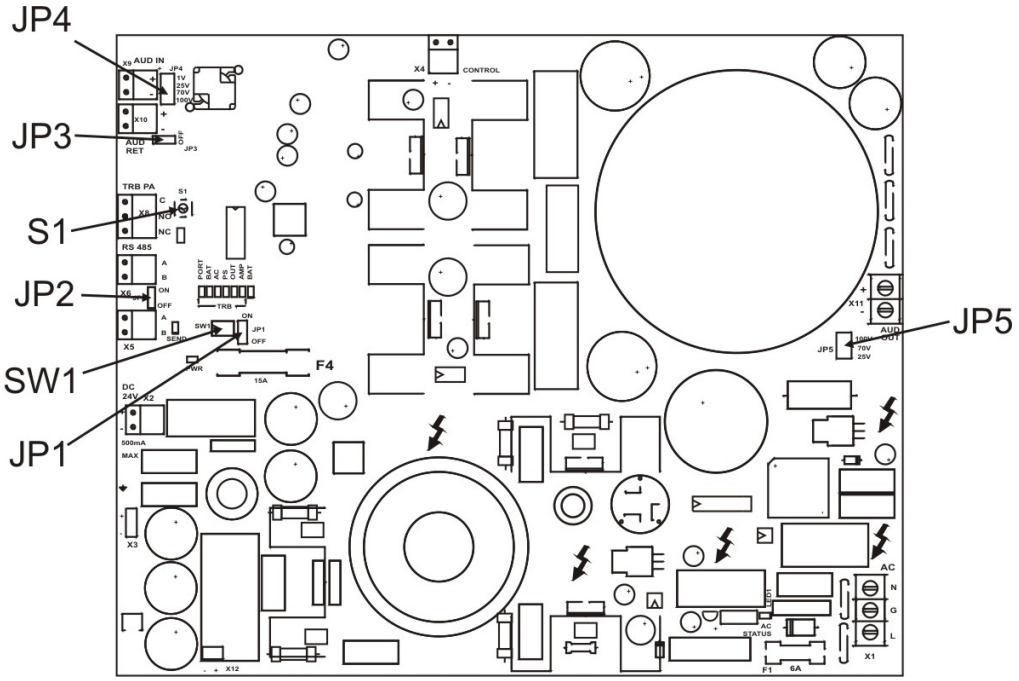

Рис. 5. Расположение перемычек и переключателей на печатной плате.
Расположение перемычек и переключателей на печатной плате усилителя мощности AL-250PA показано на Рис. 5. В Таблице 3 указано назначение и приведено описание перемычек и переключателей.
3.2.7.2. Установите перемычкой J4 нужный уровень входного аудио сигнала. **Положение перемычки J4 должно соответствовать уровню выходного напряжения установленного в предыдущем устройстве.** Заводская установка – 70 В. Расположение перемычки J4 показано на Рис. 5.
- Установите перемычкой JP5 требуемый уровень напряжения на аудио выходе (25 В, 70 В или 100 В). Заводская установка – 70 В. Расположение перемычки JP5 показано на Рис.5.